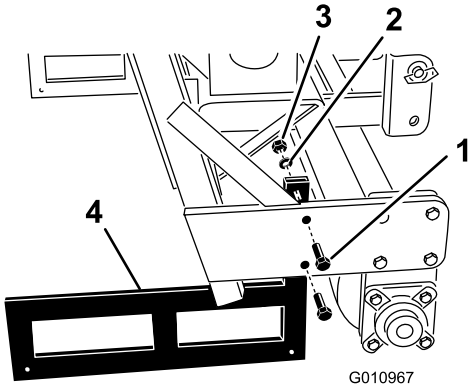

Figur 33
2. Fjern boltene og mutterne som støtter lagringspilarene på hver ende av luftemaskinen (Figur 33).